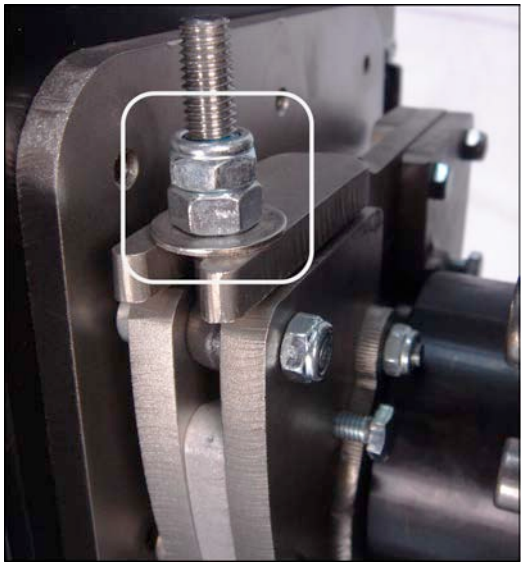

Figure 3-25 Tighten latch nuts
6. Tighten (2) latch nuts. (***Figure 3-25***)